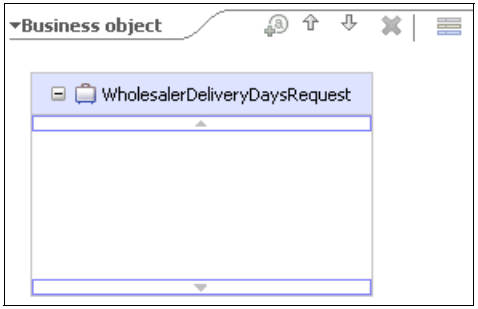

Figure A-5 The Business Object Editor
d. The Business Object Editor appears (Figure A-5). Click the icon to add a new attribute and rename it to `partNo`.